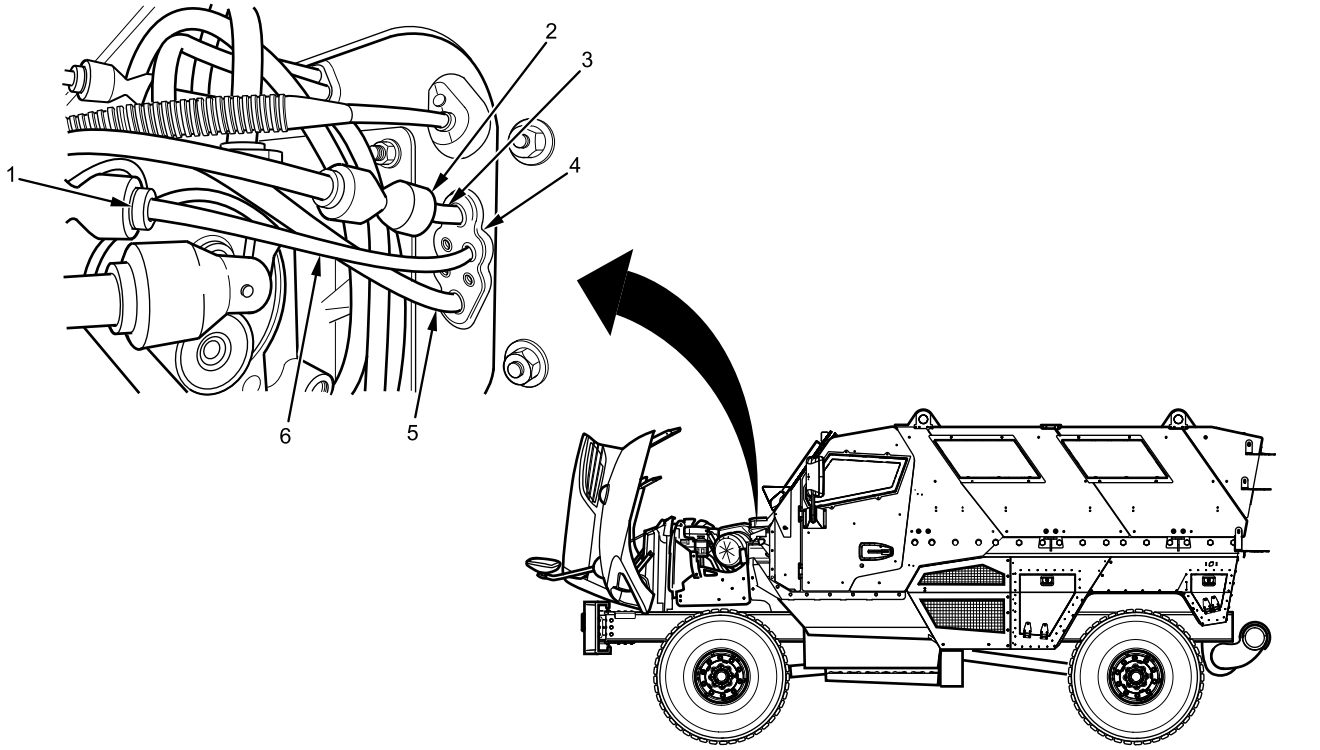

Figure 13. Exterior Air Lines.
11. Install BLUE door actuator supply air line (Figure 13, Item 5) on left air line grommet (Figure 13, Item 4) outside cabin.
12. Connect air line union (Figure 13, Item 1) on BLACK air cleaner restriction gauge vacuum line (Figure 13, Item 6) at left air line grommet (Figure 13, Item 4) outside cabin.
13. Connect supply air line union (Figure 13, Item 2) on YELLOW supply air line (Figure 13, Item 3) at left air line grommet (Figure 13, Item 4) outside cabin.